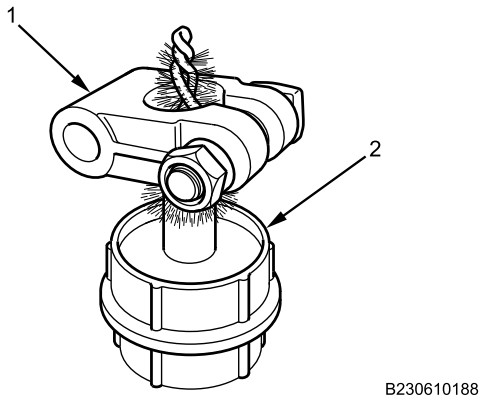

Figure 3. Battery Stud Adapter Terminal Clamp Cleaning.
1. Using battery terminal cleaner (Figure 3, Item 2), remove any tarnish or corrosion from battery stud adapter terminal clamp (Figure 3, Item 1).